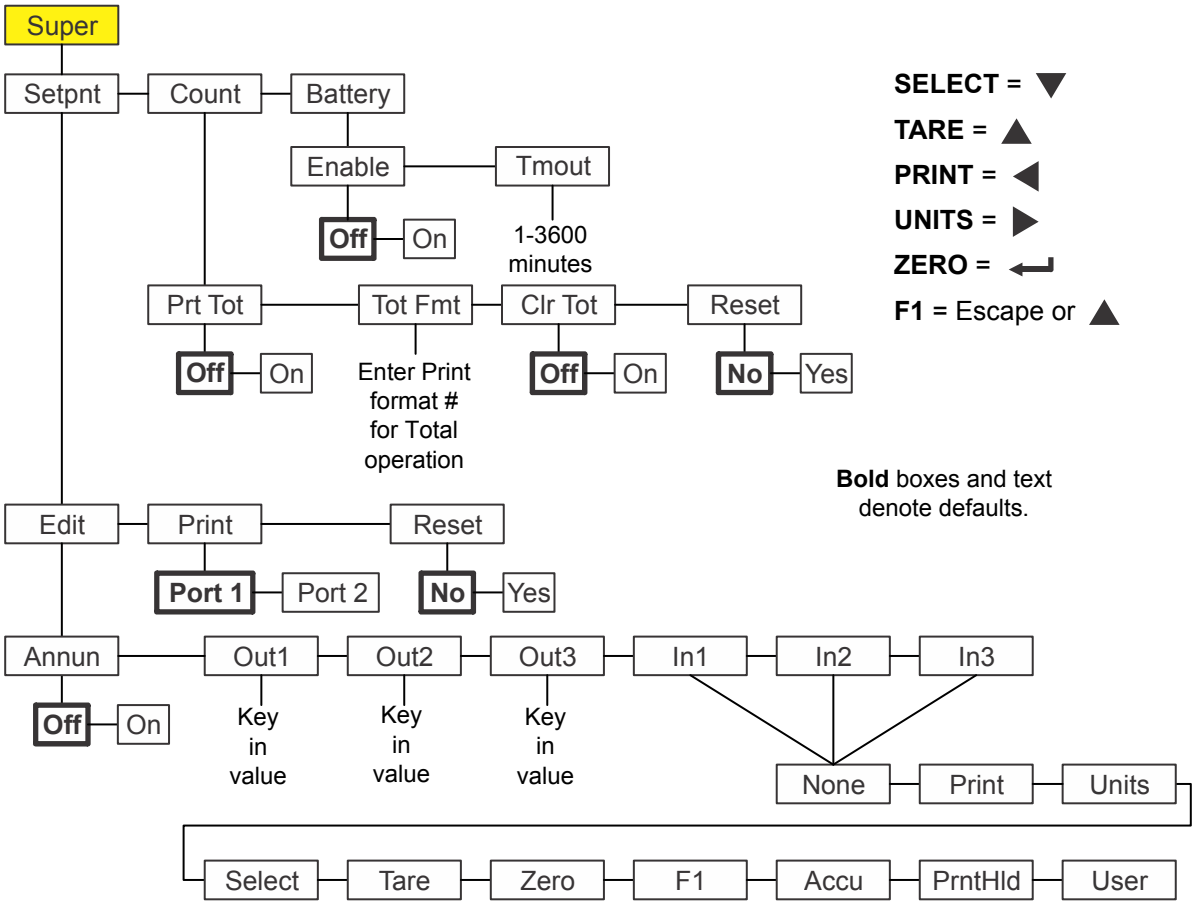

Figure 8.3 Supervisor menu for the Count application
Figure 8.3 shows the Supervisor menu when you are in the Counting application:
*The **Setpnt** and **bAttErY** submenus in Figure 8.3 are the same as described in General Weighing application supervisor menu on page 40. Go there for information on those submenus. The unique submenus to this application are described below.*